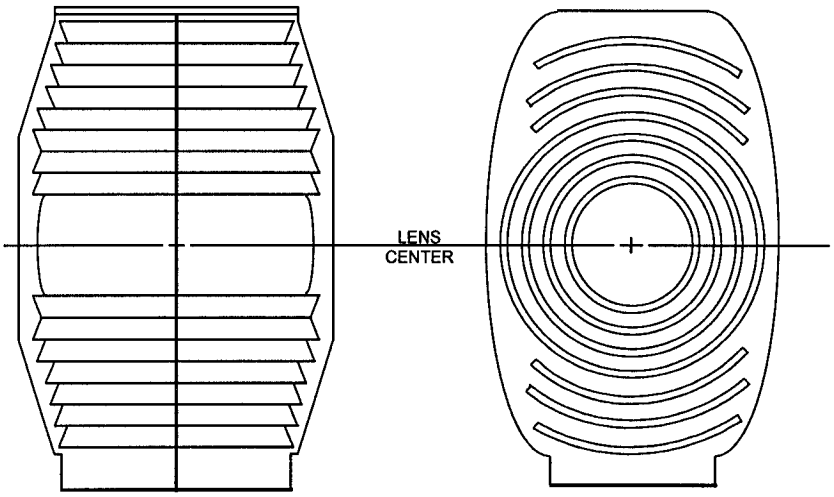

Figure 2-23
b. Measure the distance from a base, common to both the lampchanger and the lens, to the center of the drum lens (largest glass element in the center of the lens) or bulls eye. See Figure 2-23